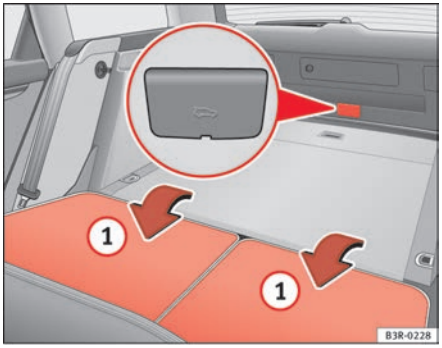

Fig. 75 Detail of the rear seats and luggage compartment: access to the emergency release mechanism
– Fold down both rear backrests (1) ⇒ page 104, fig. 75.